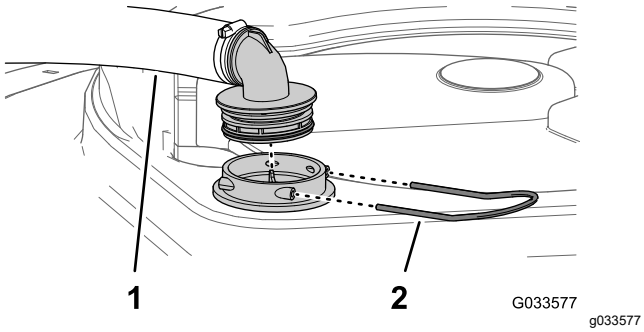

図 107
2. タンク上部で、フィルタハウジングからの太いホースについているフィッティングを固定しているリテーナを外す 図 107。
3. フィルタハウジングからホースとフィッティングを取り外す図 107。